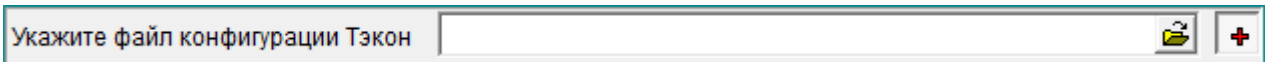

Рисунок 42 – Добавление файла конфигурации с диска
– открыть файл с диска – при нажатой кнопке  нажать кнопку  и в появившеся окне указать путь к нужному файлу конфигурации (с расширением **.tsk**) (см. рисунок 42);